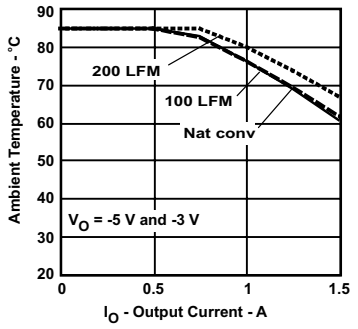
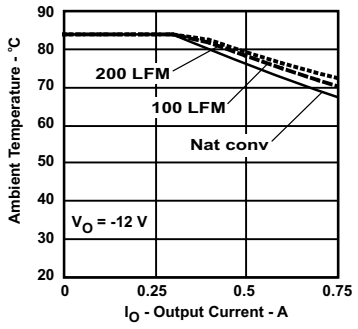
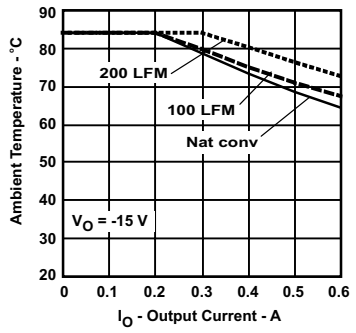

Figure 10.
Figure 11.
Figure 12.
(2) The temperature derating curves represent the conditions at which internal components are at or below the manufacturer's maximum operating temperatures. Derating limits apply to modules soldered directly to a 100-mm x 100-mm, double-sided PCB with 2 oz. copper. For surface mount packages, multiple vias (plated through holes) are required to add thermal paths to the power pins. Please refer to the mechanical specification for more information. Applies to Figure 10, Figure 11, and Figure 12.